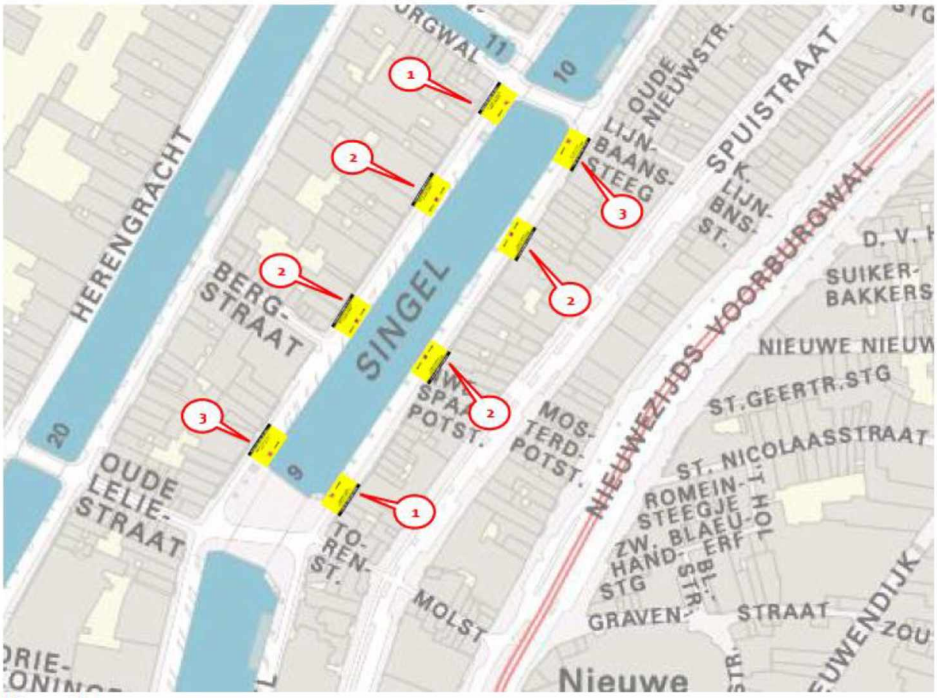

Figuur 10 Bordenplan afmeren pleziervaartuigen
- Mobilis geeft nautisch beheer een overzichtskaart van het werkterrein en de te verwijderen pleziervaartuigen. Een concept overzichtskaart is weergeven in figuur 10.